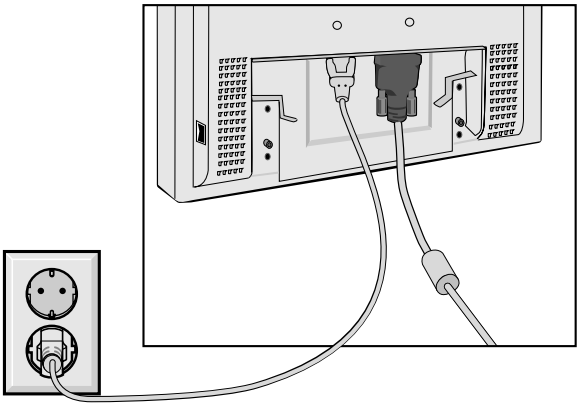

Rysunek R.3
5. Podłącz kabel zasilający i kabel sygnału z tyłu monitora (**Rysunek R.3**).